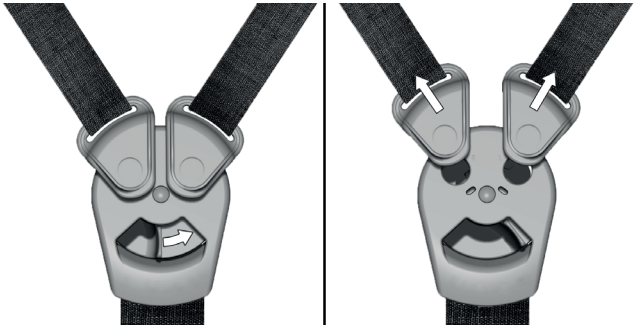

Afbeelding 22: Openen van het driepuntsharnas
1. Schuif de schuifgesp **66** tegen de wijzers van de klok in. Beide schouderriemgespen **67** worden losgemaakt van de gesp **65** (zie afbeelding 22).